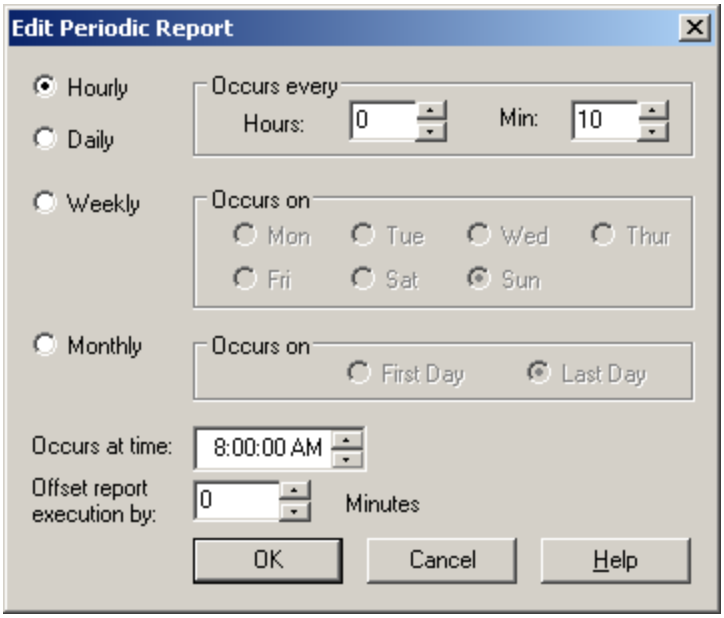

Figure L12.11 - Configuring the Periodic Report
26. Under the “Occurs every” section, specify zero (0) Hours and ten (10) Minutes, as depicted in Figure L12.11.